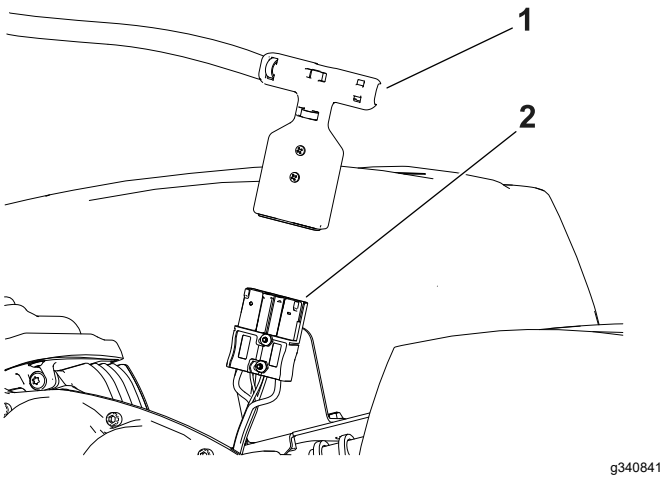

Figur 19
4. Koppla ur den T-formade kontakten från huvudkablaget till huvudströmkontakten på batteribasen (Figur 19).